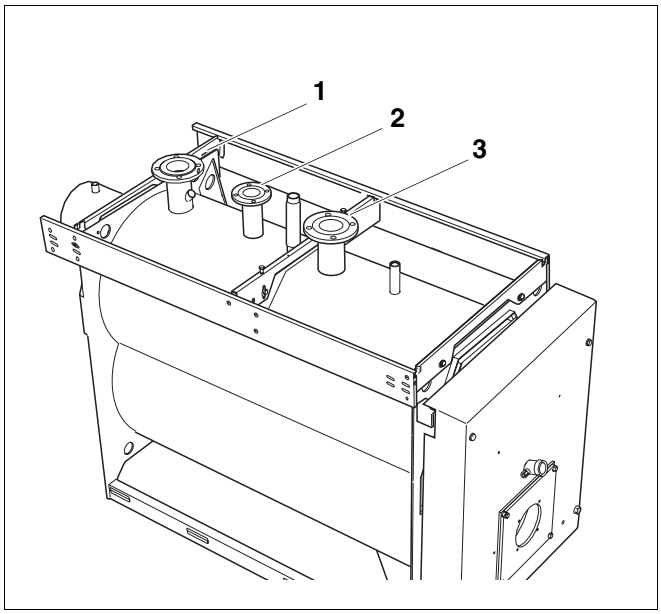

Rys. 20 Kocioł grzewczy Logano S735
- Przyłączyć przewód powrotny instalacji grzewczej do przewidzianego w tym celu przyłącza na kotle grzewczym (rys. 20, **poz. 3**).